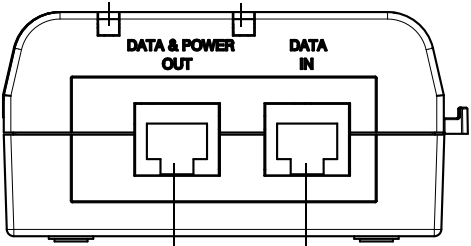

Figura 4
4. Collegare i cavi dal pannello di interconnessione dello switch dati alla porta di ingresso Ethernet (DATA IN). Vedere Figura 4.
5. Collegare il terminale alla porta del terminale di uscita (DATA & POWER OUT). Vedere Figura 4.